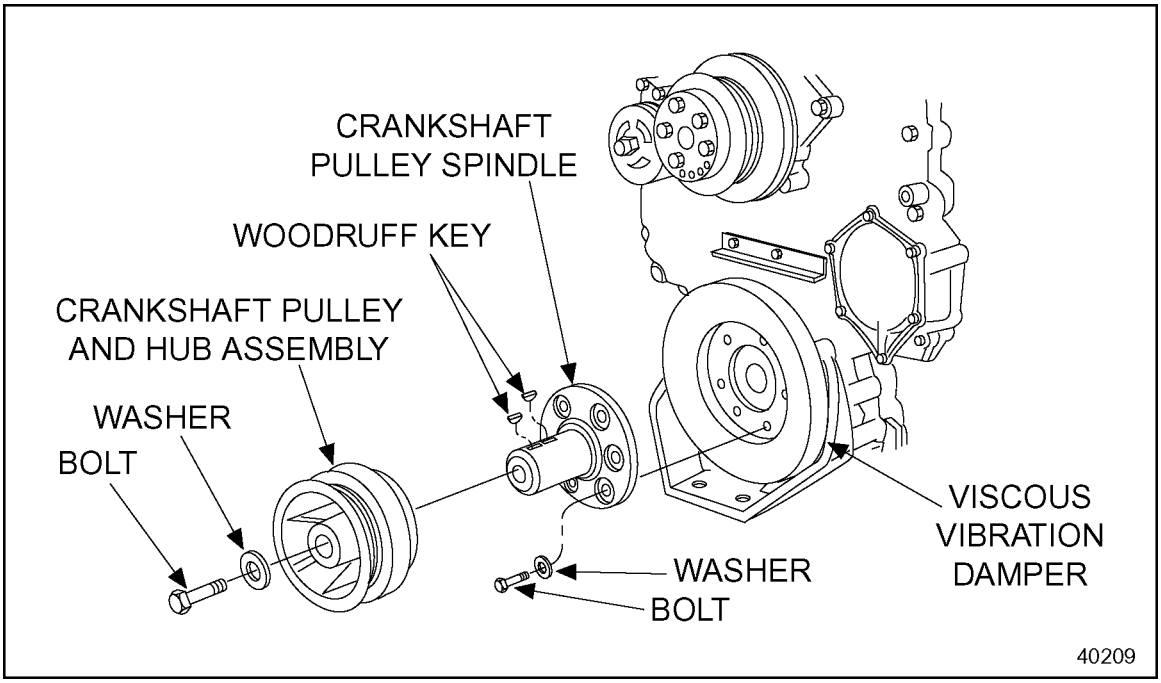

Figure 1-236 Crankshaft Pulley and Hub Assembly Installation with Spindle
6. Loosen the center bolt holding the pulley and hub assembly to the spindle. See Figure 1-236.